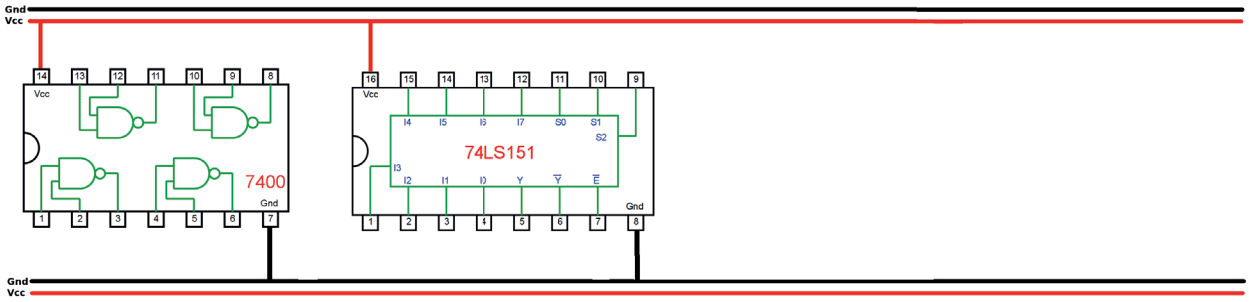

Figura 8.12 – Disposição dos componentes (TTL) para a placa de montagem.
e) Conecte os fios de projeto (azul claro) de acordo com o desenho da figura 8.12.